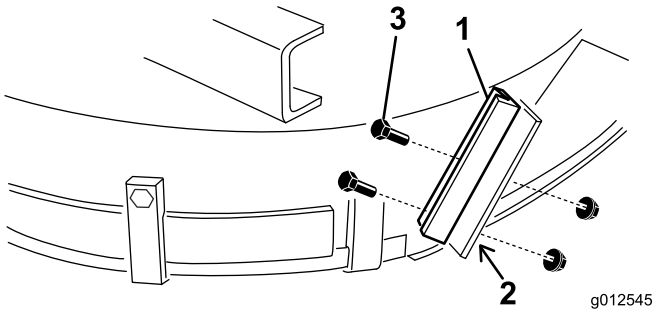

Figuur 17
1. Gebruik de nieuwe aanslag van de grasgeleider als sjabloon op de oude, vlakke aanslag van de grasgeleider (Figuur 17). Zorg dat de nieuwe aanslag van de geleider onderaan gelijk komt, de zijkant van het maaidek raakt en parallel is met de buitenrand van de grasgeleidersteun.
3. Monteer de nieuwe grasgeleidersteun op de oude aanslag van de grasgeleider; gebruik hierbij 2 bouten (1/4-20 x 3/4 inch) en borgmoeren (1/4-20 inch) zoals afgebeeld in Figuur 17.